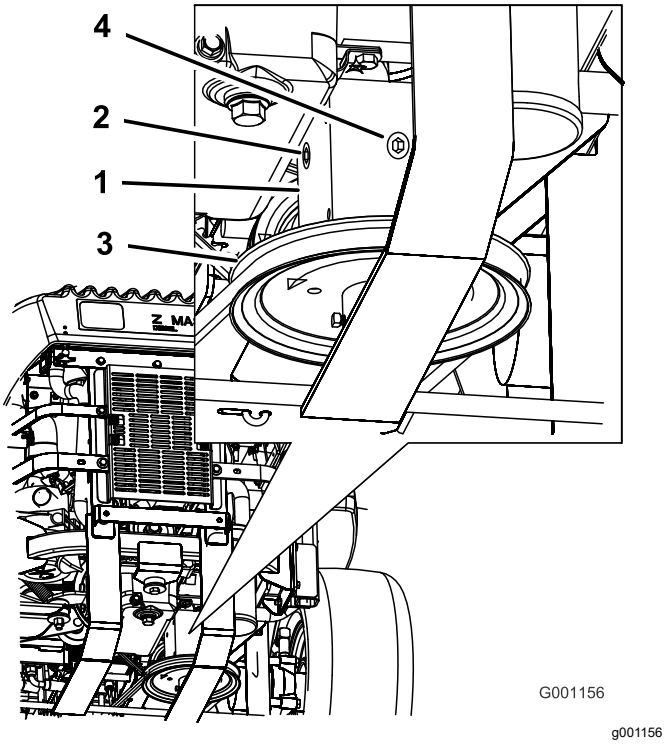

Figur 75
3. Ta bort pluggen på växellådans sida eller baksida (Figur 75).